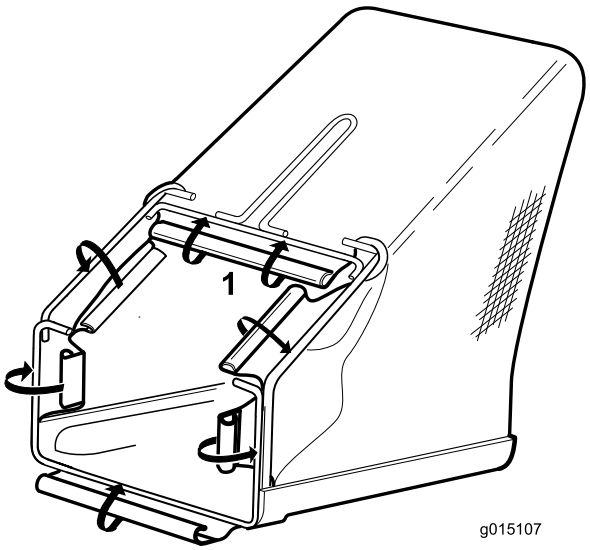

Figur 4
2. Fest de seks plastikklemmene på gressposen til ledningsrammen (start ved håndtaket) (Figur 4).